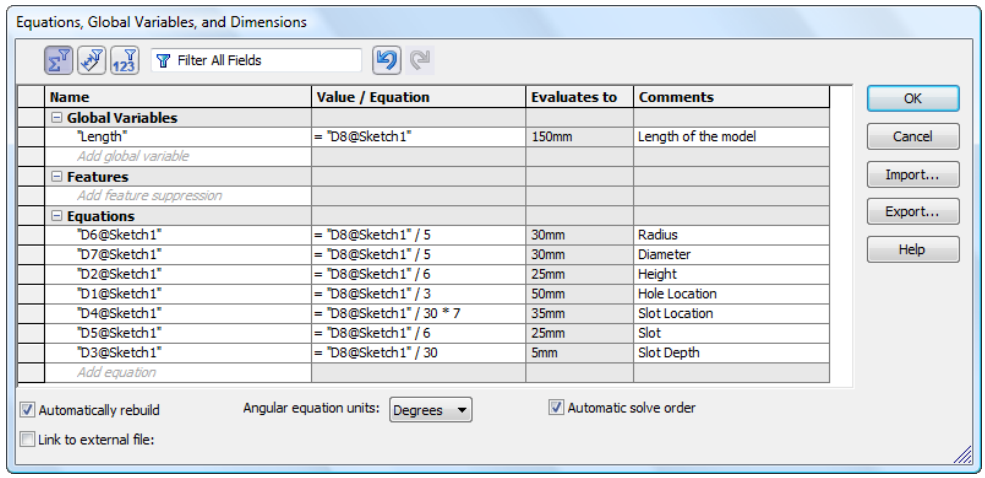

***Figure 19-41*** *The* ***Equations, Global Variables, and Dimensions*** *dialog box after adding all equations*
3. Click on the empty cell of the **Global Variables** node under the **Name** column and enter a name **Length** for the global variable, refer to Figure 19-41. Next, click on the corresponding empty cell in the **Value / Equation** column and select the dimension with value **150** from the drawing area. Now, add a comment to the global variable added in the respective cell under the **Comments** column.
14. Resize the **Equations, Global Variables, and Dimensions** dialog box, if required. The dialog box after adding all equations is shown in Figure 19-41.